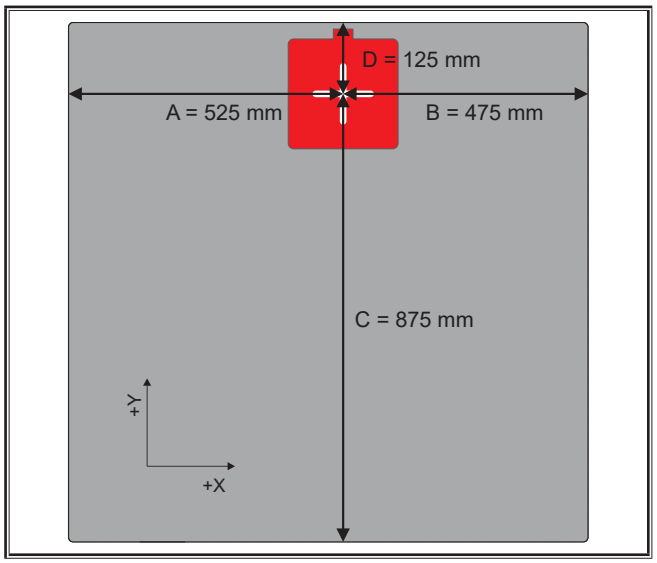
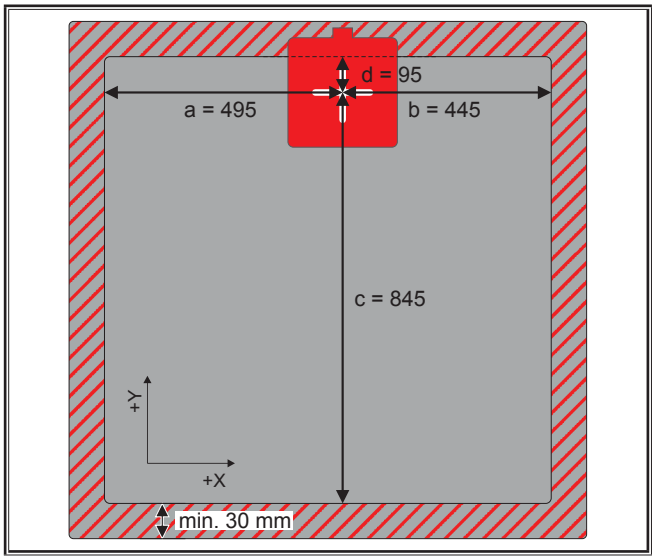

Fig. 37: Distanze per montaggio sul bordo del banco
Fig. 38: Dimensioni centro banco del Cobot
- ❑ Se si utilizza un banco da 1000x1000 mm e si posiziona il Cobot esattamente come nella Fig. 37), è possibile acquisire tutti i valori della Fig. 38). Se il cobot si trova in un'altra posizione o si dispone di un banco più grande, non acquisire solamente questi valori.
- ➲ Selezionare ora i singoli piani e immettere l'offset rilevato come da Tab. 4) o Fig. 38). Selezionare anche ogni volta l'opzione "Entrambi i lati".